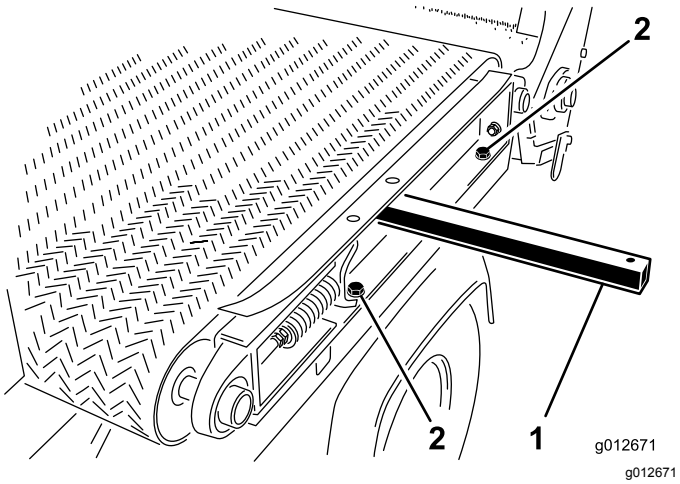

Figur 29
5. På venstre side av maskinen fjerner du to hodeskruer og to skiver som fester gliderammeskinnen til venstre skjerm (Figur 29).
1. Sett en løftestang gjennom hullet ved venstre gliderammeskinne, og hev løftestangen for å vippe rammeskinnen litt. Se Figur 29 i Demontere skyveplanet (side 24).